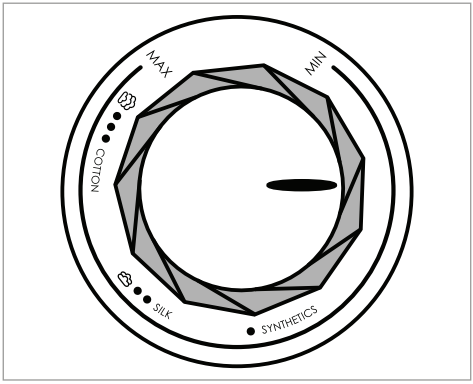

Fig. 2
- Dry ironing without steam is possible at all temperatures. Steam ironing is only possible from the setting ●● on the temperature control ❻.
3) Select the appropriate temperature setting using the temperature control ❻ (see table below and fig. 2).